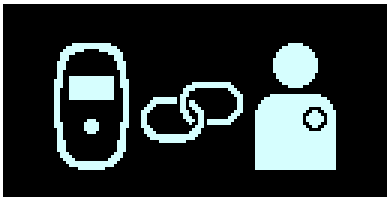

Figura 77: Ecranul Asociere încărcător/IPG
4. Ecranul de asociere încărcător/IPG este afișat în timp ce încărcătorul Vesta încearcă în mod activ să se asocieze cu OPTIMIZER Smart Mini IPG. **Vezi Figura 77**.